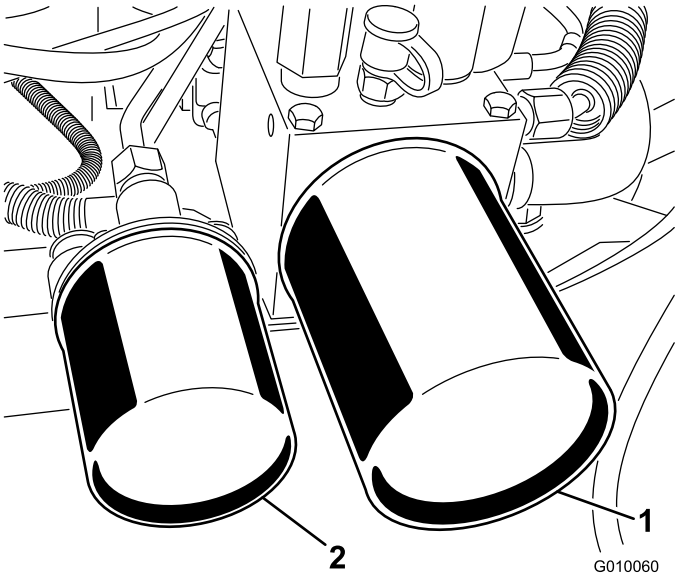

**Figuur 59**
2. Plaats een opvangbak onder de filters. Verwijder de oude filters en veeg de pakking van het filtertussenstuk schoon (Figuur 59).